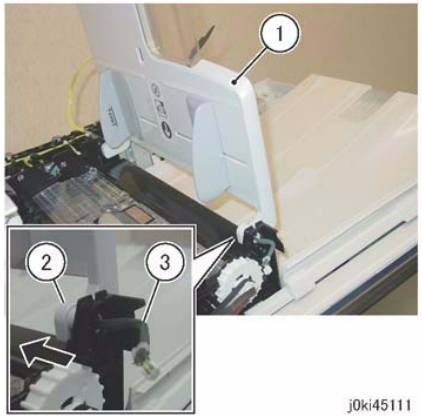

Figure 3 Boss Removal
6. At the front side of the DADF Document Tray, remove the boss of the DADF Document Tray from the installation hole of the Frame. (Figure 3)